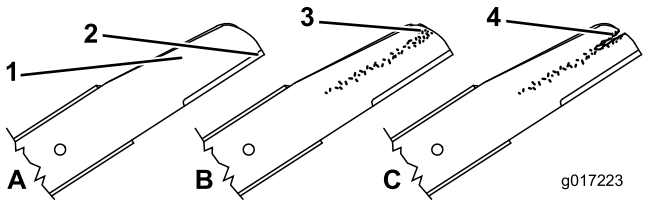

Figur 30
1. Syn knivenes skær (Figur 30). Hvis skærene ikke er skarpe eller har hakker, skal knivene afmonteres og slibes eller udskiftes.
2. Efterse selve skæreknivene, især det buede område (figur 42). Hvis du bemærker beskadigelse eller slitage, eller der er antydning af en revne i dette område (Figur 30), skal du straks udskifte dem med nye skæreknive.